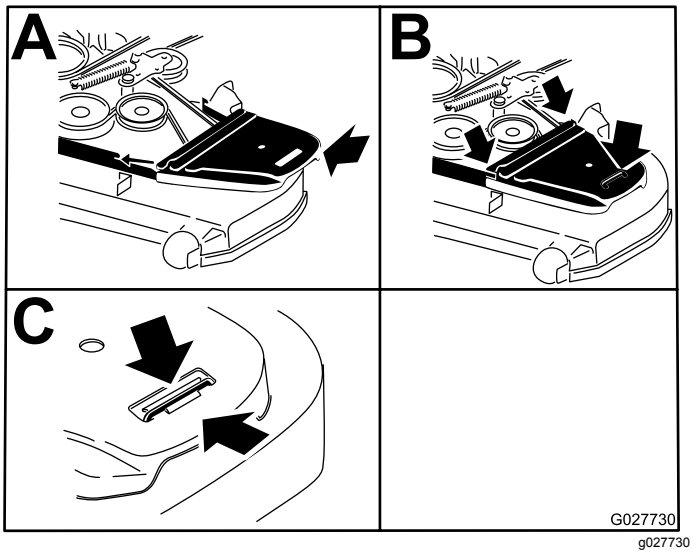

Figuur 85
12. Plaats de aandrijfriemkappen terug (Figuur 85).
De flensmoer kan worden afgesteld om een betere weerstand van de rijhendel te verkrijgen als u de hendel in de NEUTRALE VERGRENDELSTAND zet. Zie Figuur 85 voor afstelopties.